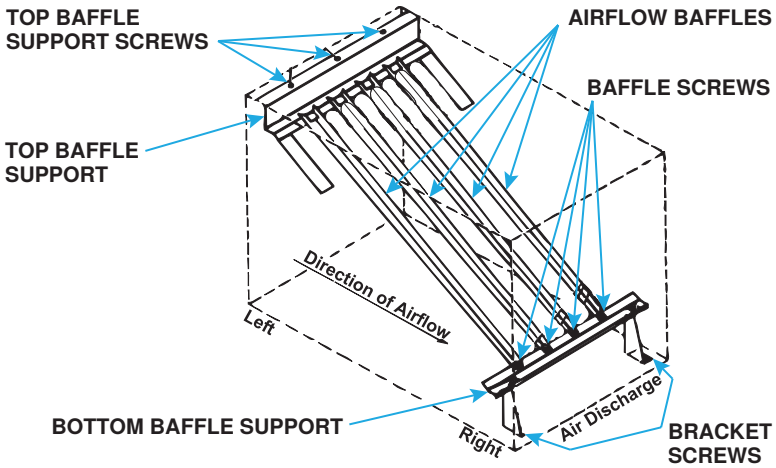

Figure 44. Airflow Baffles
b. For standard (not high CFM) furnaces, remove baffle screws (see **Figure 44**) and lift each airflow baffle slightly and slide forward. Remove all baffles from heat exchanger.